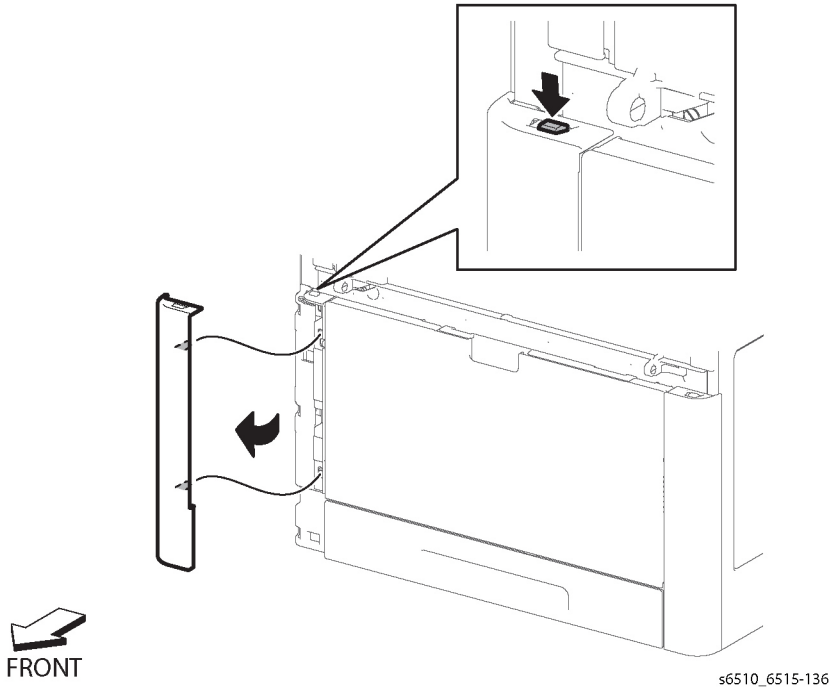

Figure 1 Remove the Left Side Front Cover (MFP)
2. Refer to Figure 1 to push and release the hook at the top end of the Left Side Front Cover.